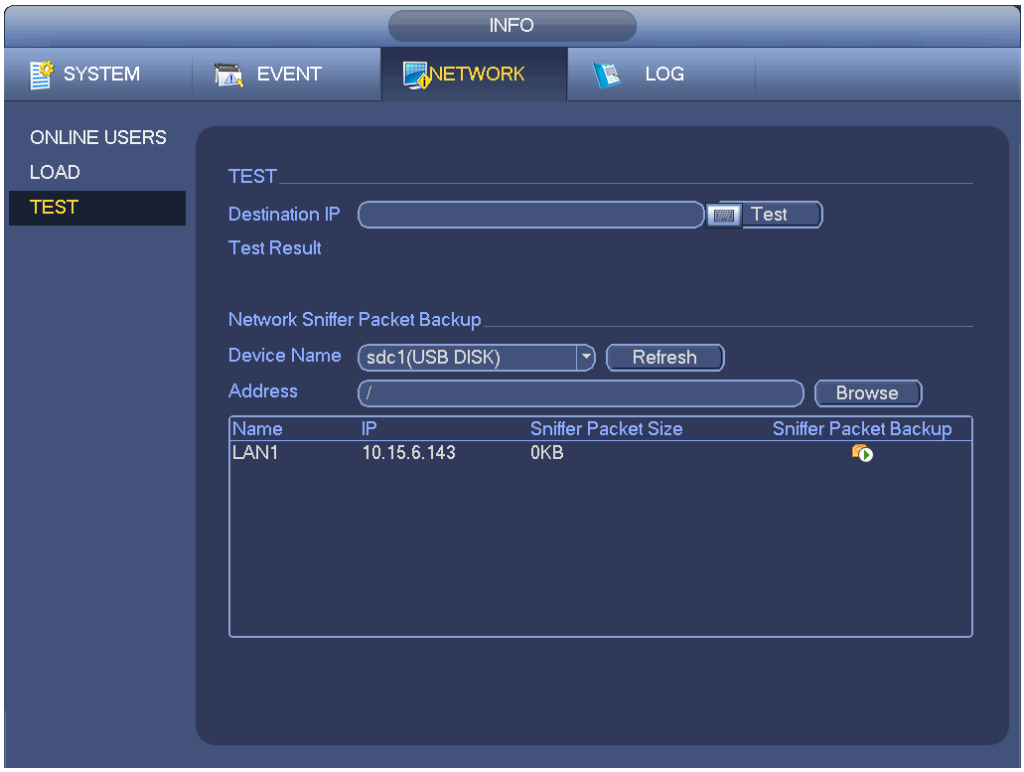

Figure 4-183
Step 1 From main menu->Setting->Storage->FTP, enter FTP interface. See Figure 4-183.